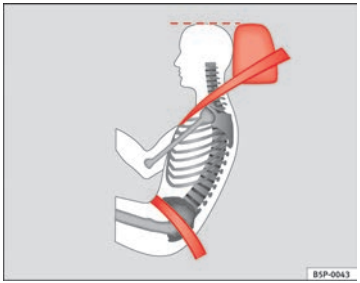

Fig. 15 Posição da faixa do cinto de segurança e do encosto de cabeça regulados correctamente, vistos de lado
- **A faixa inferior do cinto de segurança deve passar na zona pélvica, mas nunca por cima do abdómen. O cinto de segurança deve ficar direito e bem ajustado à zona pélvica ⇒ Fig. 15. Se necessário, encurtar um pouco a faixa do cinto de segurança.**